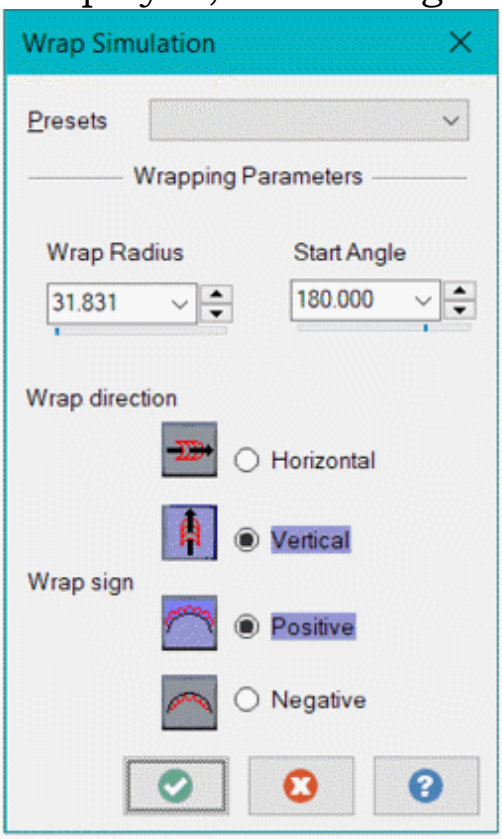

Figure-38. Wrap Simulation dialog box
- Click on the **Wrap** tool from the **Smooth** drop-down in **Modify** panel of the **Art** tab in the **Ribbon**. The **Wrap Simulation** dialog box will be displayed; refer to Figure-38.